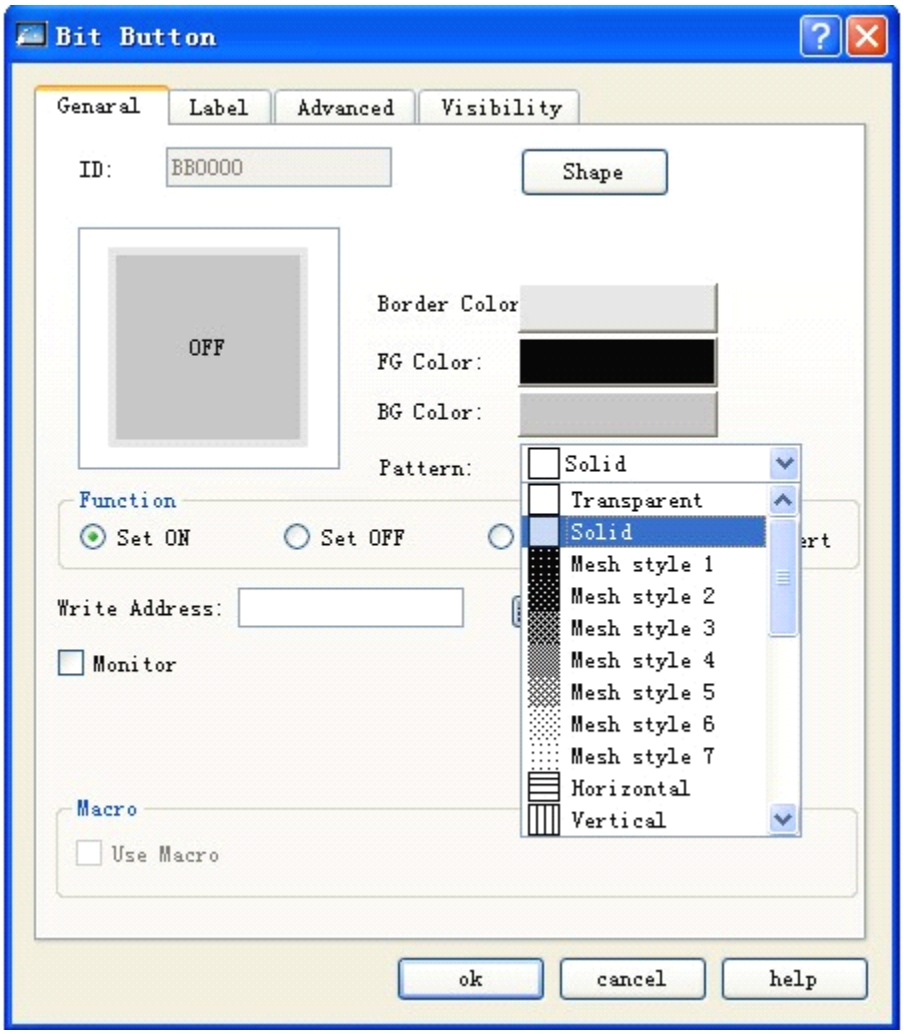

Рисунок 4-75 Изменение формы и шаблона
- Pattern: Щелкните этот раскрывающийся блок, здесь вы можете выбрать любой из 21 шаблона, чтобы украсить элемент. Для примера смотрите рисунок 4-75.